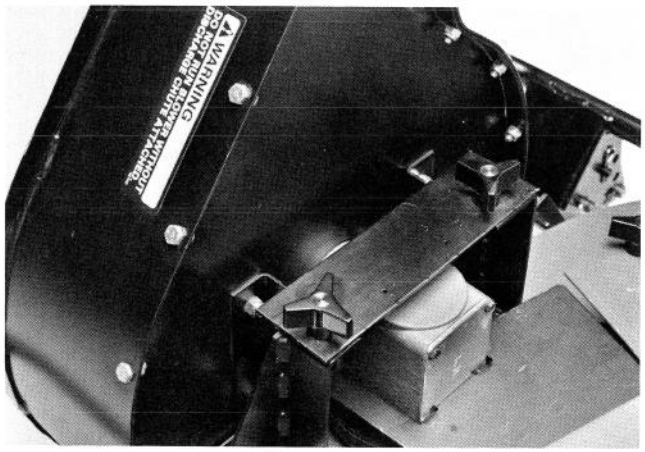

Figure 17
2. Slide blower onto mounting bracket alignment studs (Fig. 17) while routing belt around blower pulley.